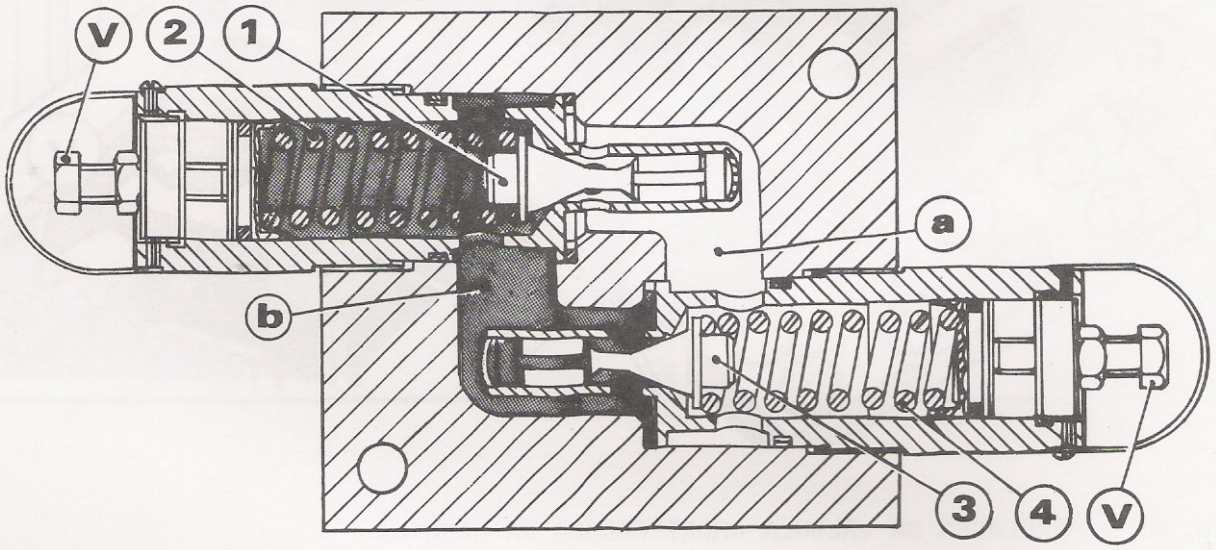

FIG.19- CORTE DA VÁLVULA AMORTECEDORA
VÁLVULA AMORTECEDORA (FIG. 19)
Em condições normais de funcionamento uma das duas câmaras internas, por exemplo a **b** (como indicado na fig. 19) está em comunicação com a descarga. Se, por motivo de uma brusca parada a pressão de descarga em **a** aumentar repentinamente o ajuste da válvula, o piloto (1)se desloca deixando passar parte do óleo em sobre pressão para a alimentação amortecendo desta forma o choque
Verificar os aneis O'ring e certifique-se de que a parte cônica dos pilotos -1 e 3 fig. 19 não tenha sinais de martelado
Montar novamente a válvula guiando-se pela fig. 19 e efetuar regulagem.